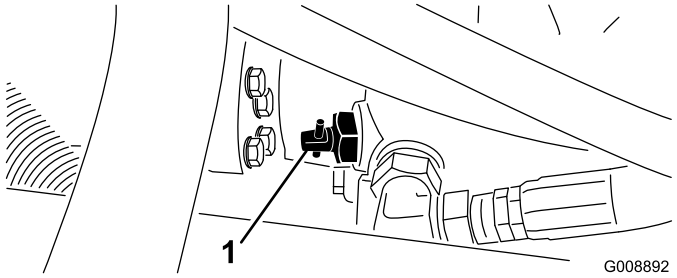

Figuur 26
1. Ga naar het omloopventiel op de pomp (Figuur 26) en draai deze 90°.